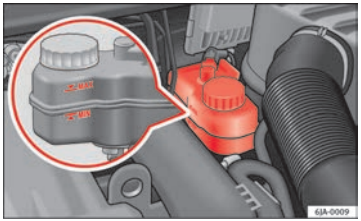

Fig. 127 Engine compartment: Brake fluid reservoir
– Check the brake fluid level in the reservoir ⇒ Fig. 127. It should be between the “MIN” and “MAX” marks.